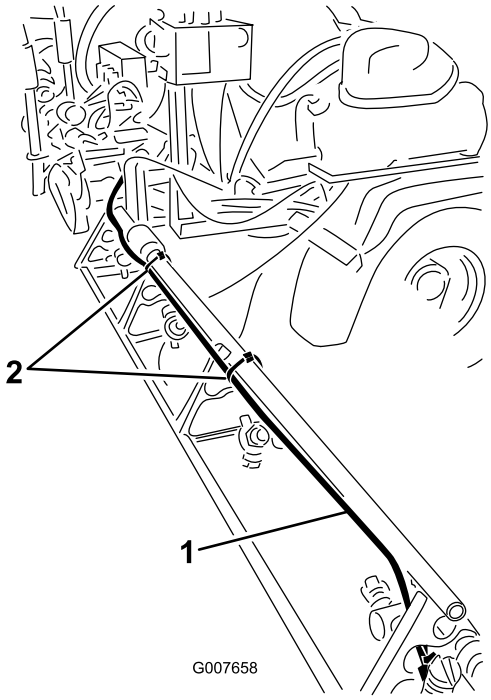

Figuur 7
A. Aan de rechterspuitboom bevestigt u de schuimslang langs de achterkant van de bovenste steunstang (Figuur 7).